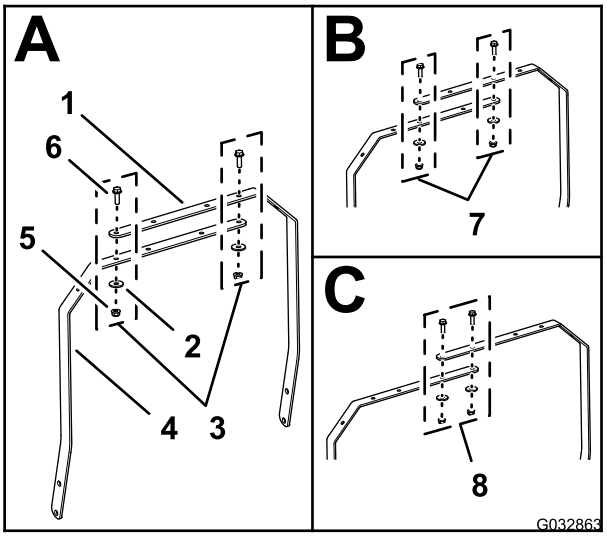

Figur 9
- **For maskiner i 800-serien**– innrett de to hullene til den venstre og høyre lysstangbøylen som vist i A av Figur 9.
- **For maskiner i 1000-serien**– innrett de to hullene til den venstre og høyre lysstangbøylen som vist i B av Figur 9.
- **For maskiner i 1600-serien**– innrett de to hullene til den venstre og høyre lysstangbøylen som vist i C i Figur 9.